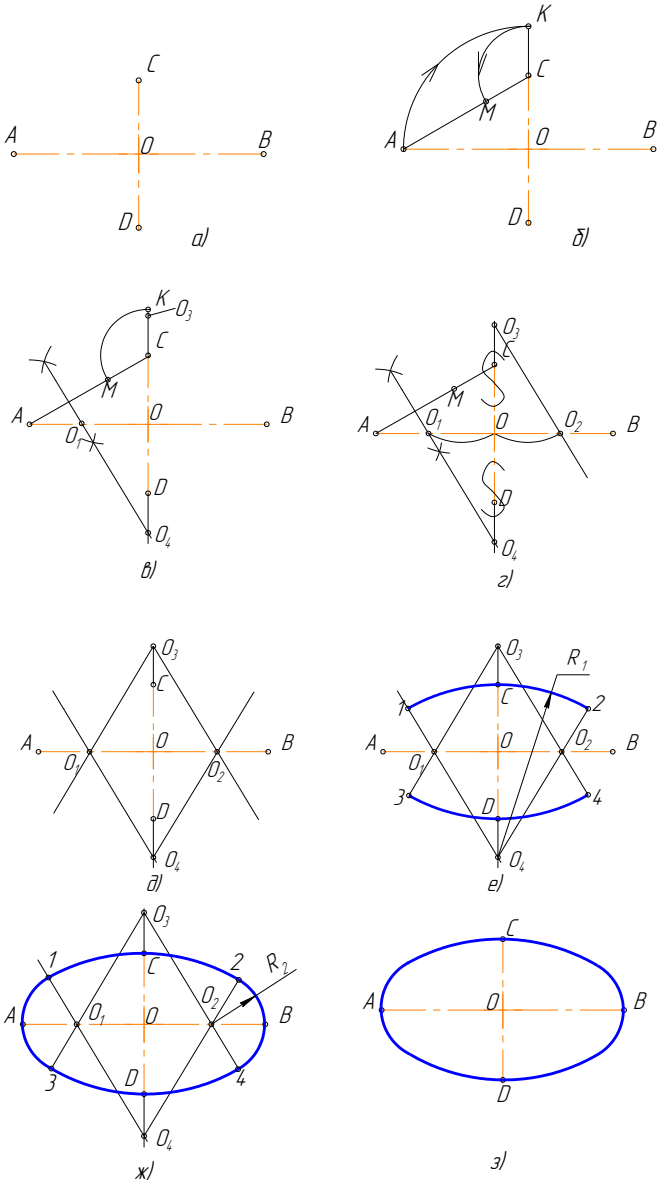

Рисунок 3.17 – Построение овала по двум осям
Последовательность построений, (рисунок 3.17)
1. Заданы большая AB и малая CD оси овала (рисунок 3.17, а);
2. Соединим точки A и C. На этой прямой откладываем точку M: CM = AO – OC = CK (рисунок 3.17, б);
3. Отрезок AM делим пополам, и из середины этого отрезка восстанавливаем перпендикуляр до пересечения с осями овала в точках O_1и O_4, (рисунок 3.17, в);
4. Строим точки, симметричные точкам O_1 и O_4, получаем O_2 и O_3, (рисунок 3.17, г);
5. Проводим линии центров O_1O_3, O_1O_4, O_2O_3, O_2O_4, (рисунок 3.17, д);
6. Из центра O_4 проводим дугу радиусом $R_1 = O_4C$ до пересечения с линиями центров O_4O_1 и O_4O_2в точках 1 и 2. Аналогично находим точки 3 и 4, (рисунок 3.17, е);
7. Замыкающие дуги овала проводим из центров O_1 и O_2 радиусом $R_2 = O_1A$, (рисунок 3.17, ж).
8. Результаты построения – рисунок 3.17, з.